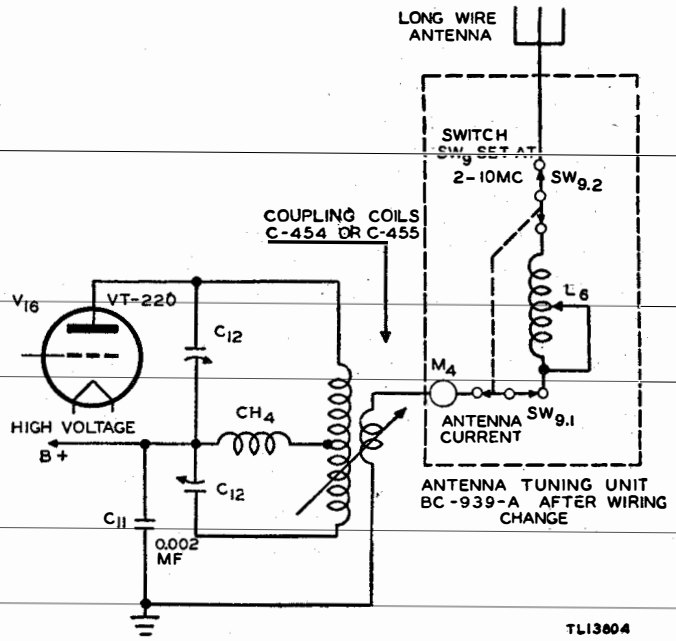

Figure 43. P-a plate circuit and Antenna Tuning Unit BC-939-A—schematic diagram.
(1) A means must be provided for tuning the oscillator, buffer-doubler, and i-p-a stages over the range of 2.0 to 1.0 mc.
(2) The p-a tank circuit must be provided with increased inductance and capacitance to tune over the required frequency range.
(3) The antenna must operate efficiently on frequencies from 1.0 to 2.0 mc, and a means must be provided for coupling the antenna to the p-a tank circuit.
(4) The function of the electrical components of Frequency Conversion Kit MC–509, which make possible the extended frequency range of Radio Transmitter BC–610–E, is discussed in *b*, *c*, and *d* below.
d. ANTENNA SYSTEM. To secure efficient operation of the transmitter on frequencies from 1.0 to 2.0 mc, a long wire antenna is used. The antenna operates as a grounded quarter-wave antenna. For frequencies from 1.0 to 1.5 mc the physical length of the antenna is 125 feet, and for frequencies from 1.5 to 2.0 mc the physical length is 75 feet. Electrically, these antennas are much shorter than a quarter-wavelength; therefore, tuning the antenna to resonance at the operating frequency requires the use of a variable series inductance. By making a slight wiring change in Antenna Tuning Unit BC–939–A, coil L_6 is connected in series with the antenna and the variable coupling link of the p-a tank coil. Figure 43 is a schematic diagram of the p-a plate circuit and Antenna Tuning Unit BC–939–A, after the tuning unit wiring has been changed. The antenna, being shorter than a quarter-wavelength, represents a highly capacitive load to the transmitter. However, the antenna can be tuned to resonance at the operating frequency by the proper adjustment of coil L_6. When the antenna is tuned to resonance, maximum r-f current is indicated by ANTENNA CURRENT meter M_4 and the an-